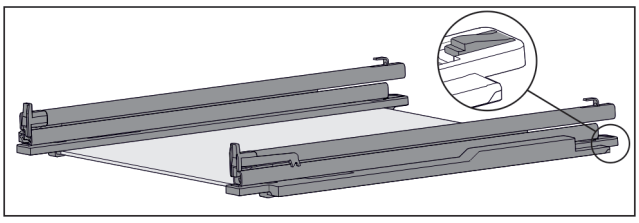

*Fig. 155 Glasplaat met rails en vasthouddelen*
- ▶ Vasthouddeel achter omlaag duwen (zie Fig. 155) en tegelijk rails naar achteren schuiven.